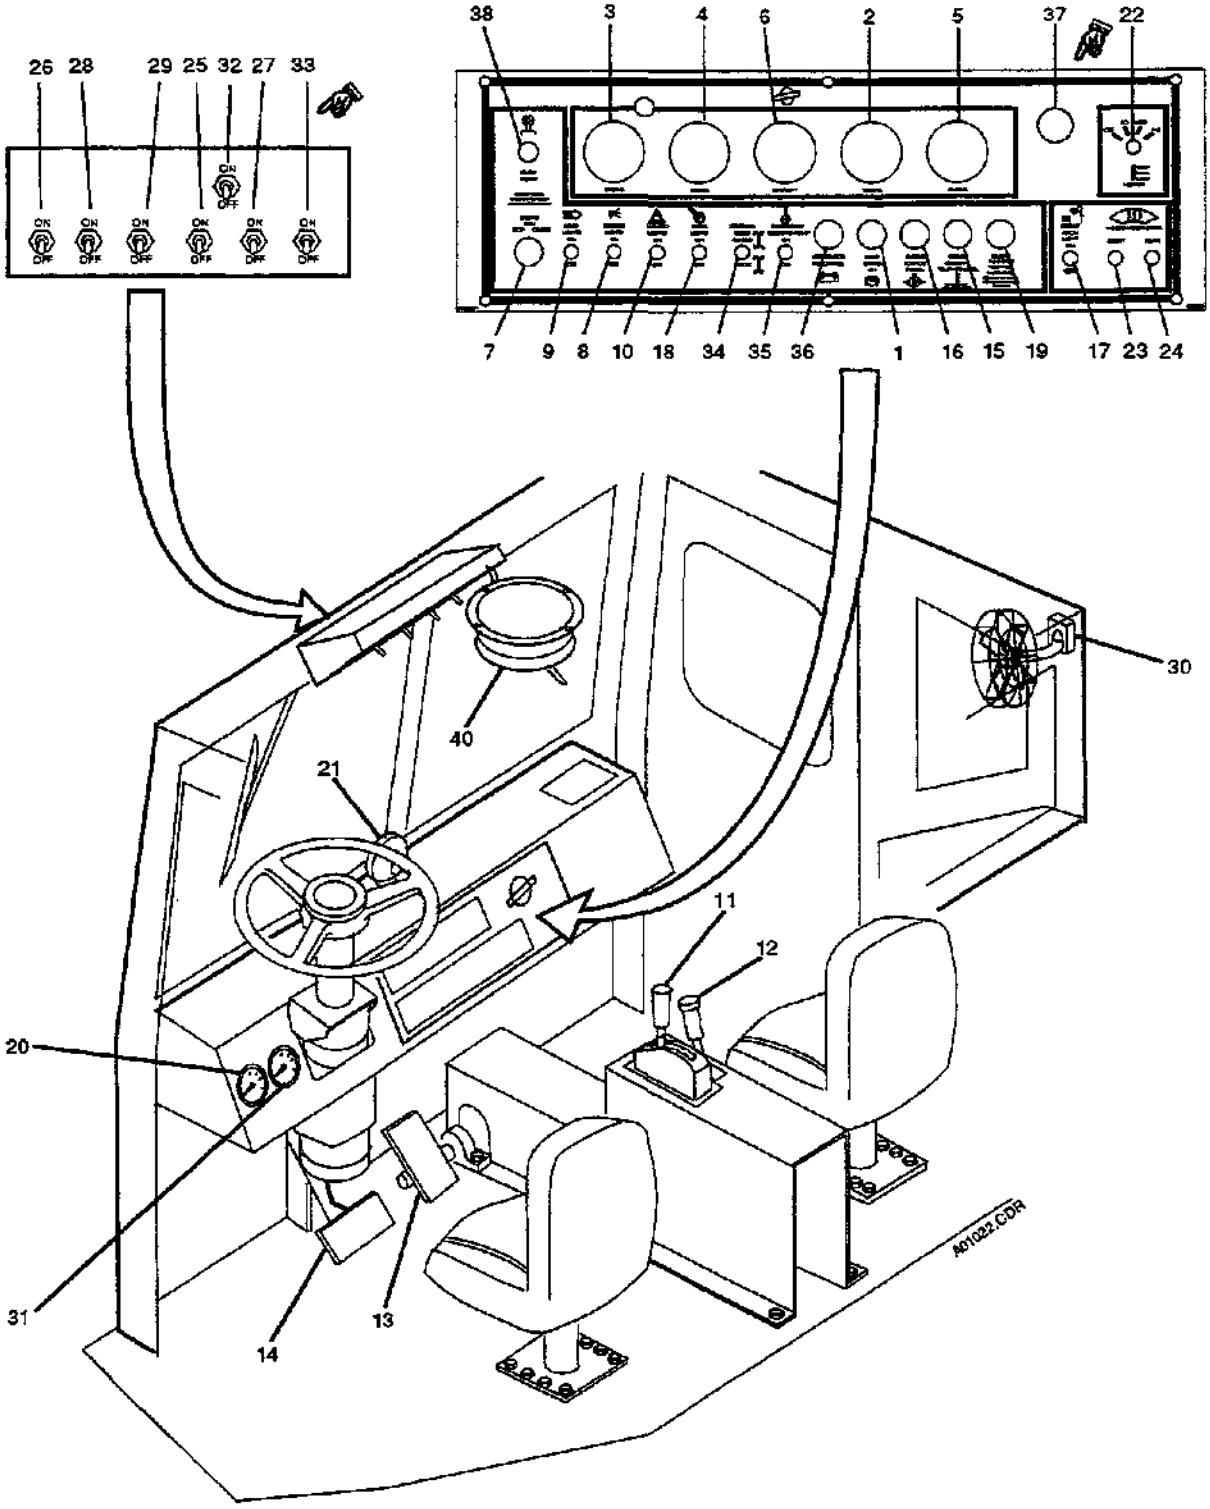

FIGURE 2.1 OPERATOR'S PANEL AND CONTROLS (TABLE 2.2) (SHEET 1 OF 4)
2.4.1 Table 2.2 lists the controls and indicators and explains the specific function of each. Reference Figure 2.1 for location of the item listed.
TABLE 2.2 CONTROLS AND INDICATORS (REFER TO FIGURE 2.1)